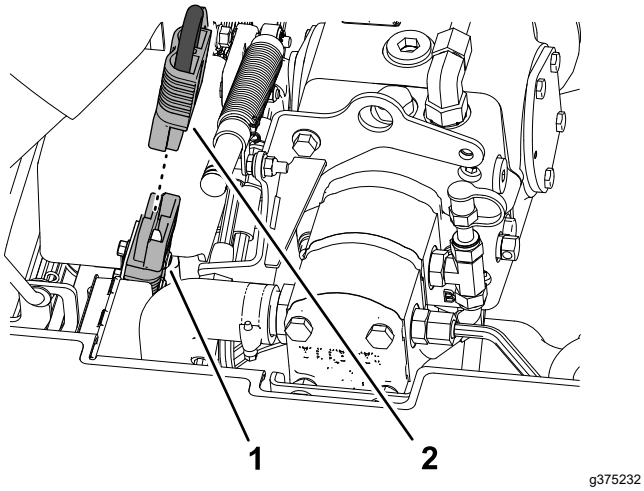

Figur 5
2. Frakobling af 48 VDC-systemets batterifrakoblingskabel (Figur 5).